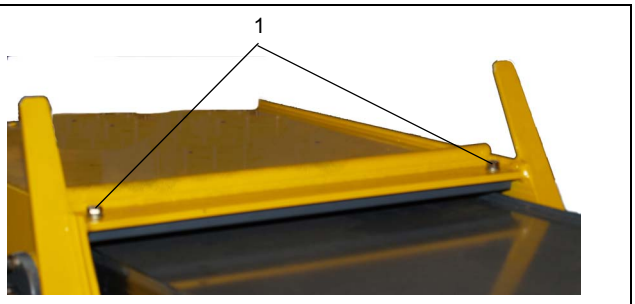

FIGURA 4-54
18. Instale la placa de contragolpe con su tornillería (Figura 4-54, 1) en la parte superior interior de la sección central exterior.